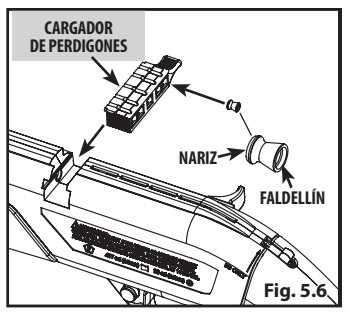

Fig. 5.6
4. Encuentre el cargador de perdigones (Fig. 5.6)
6. Coloque un perdigón (con la nariz por delante) en cada una de las cinco recámaras de perdigones (Fig. 5.6) del cargador de perdigones